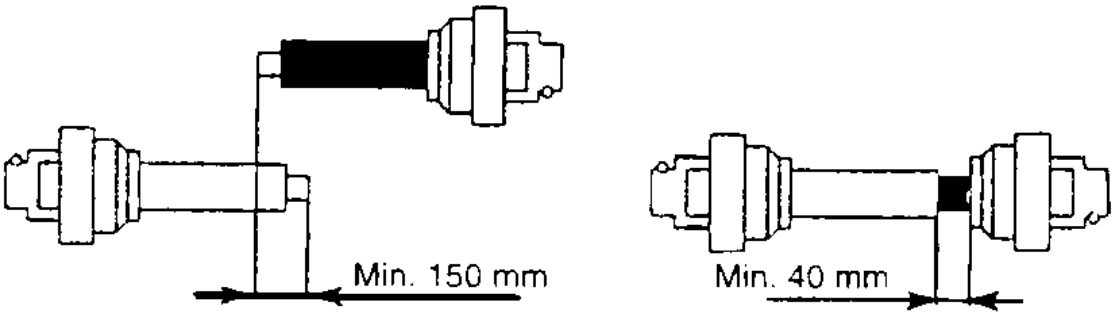

Figure 3
- Cherchez la position de l'attelage, où la transmission est la plus allongée. Puis vérifiez en démontant la transmission qu'il reste un emmanchement d'un minimum de 150 mm (voir figure 3).